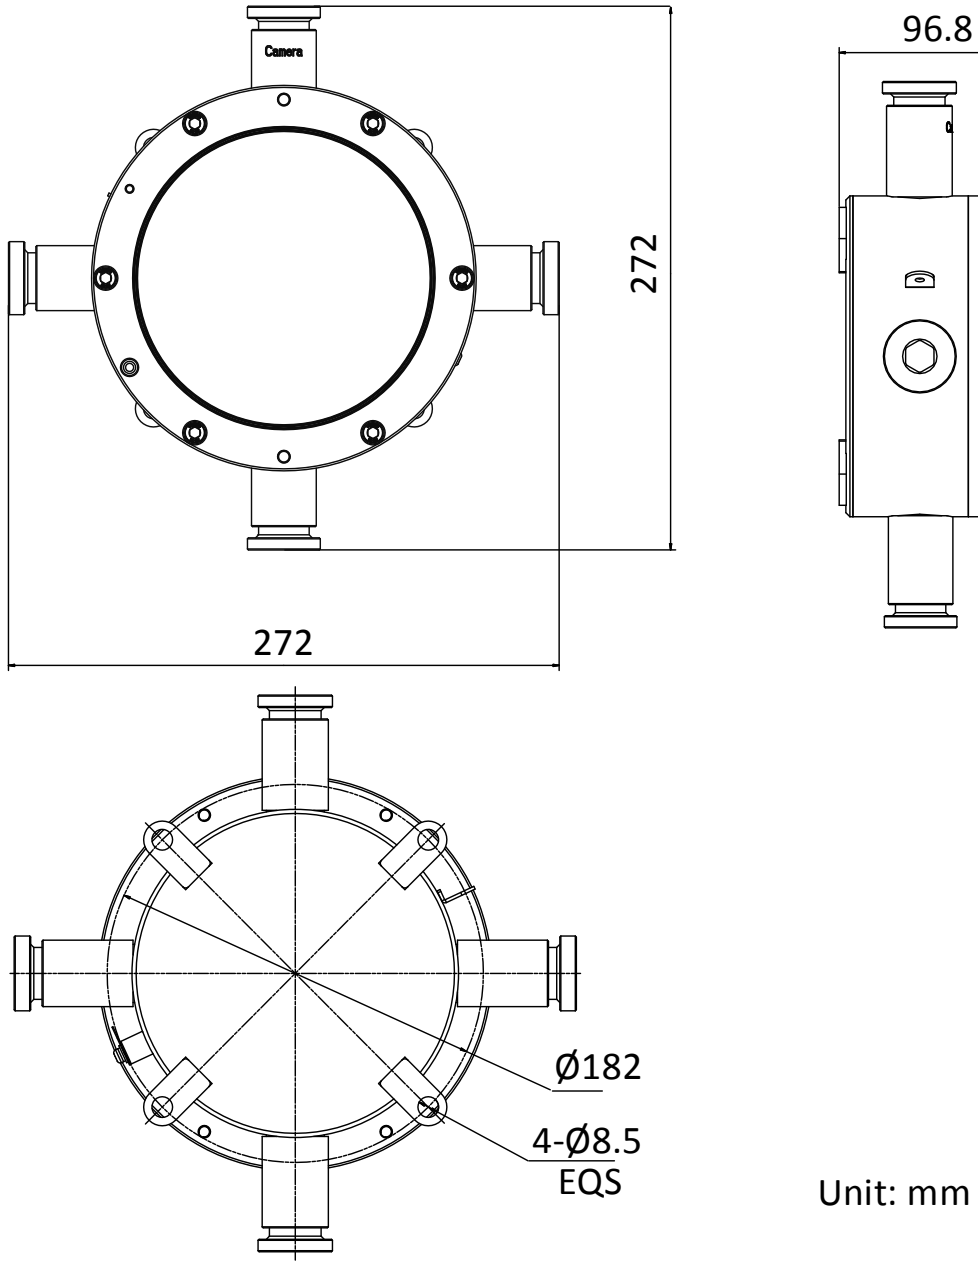

Figure 2-1 Explosion-Proof Terminal Box Overview
1. Drill four screw holes (Ø8 mm) according to the dimension of the terminal box (see Figure 2-1), and insert four M8 × 80 expansion bolts.